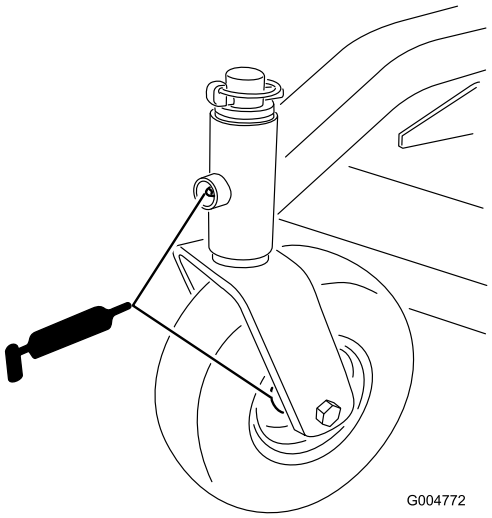

Figuur 15
- Lagerbussen van de voorste zwenkwielas (Figuur 15)
- Lagers van de voorste en achterste zwenkwielen (Figuur 15)